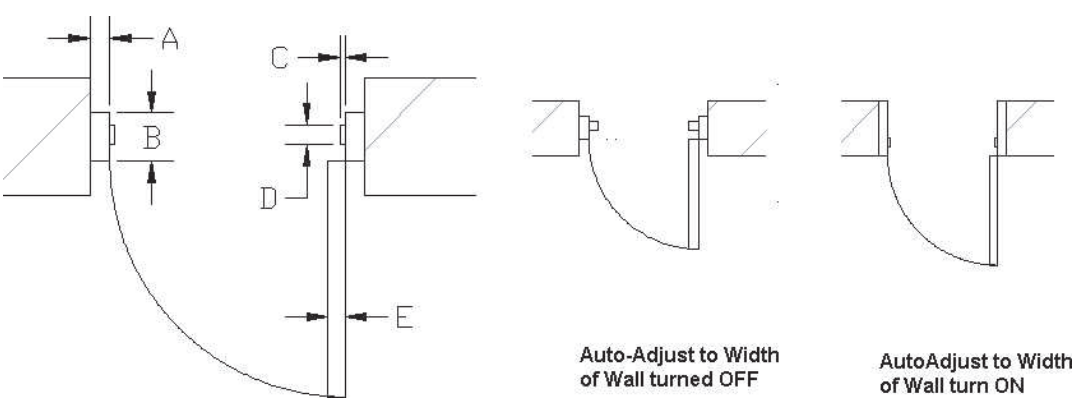

FIGURE 5.19 *Frame dimensions of a door style*
7. The Auto-Adjust to Width of Wall checkbox of the Dimensions tab determines whether the depth is fixed or varies according to the width of the wall. When this checkbox is selected, the frame depth adjusts to the wall width, as shown at the right in Figure 5.19. If Auto-Adjust to Width of Wall is not checked, the frame depth is fixed to that specified in the B-Depth field. The door on the left in Figure 5.19 has a fixed door frame depth.